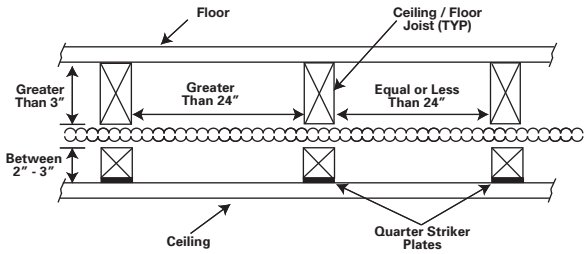

Figure 4.6
- Tubing routed horizontally through structural members shall be protected from puncture threats with the appropriate shielding material (Figure 4.6 and 4.7). At penetration joints, listed striker plates of the appropriate size shall be utilized. Tubing between constraints that are less than 24 inches apart and meeting the criteria requiring full striker plates, shall be additionally protected by Stripwound Metal Conduit, or Schedule 40 pipe.